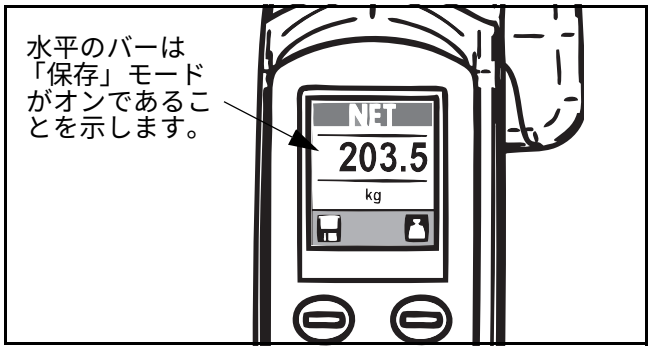

図 65
5) 正味重量をメモリに保存する必要がある場合は保存ボタンを押します。正味重量をメモリに保存する必要がある場合は保存ボタンを押します。画面上の数字 （計量値）の上下に水平バーが表示されて、保存機能が起動されたことを示します。「保存」機能は保存ボタンが再度押されるまで有効です （図 65 を参照）。